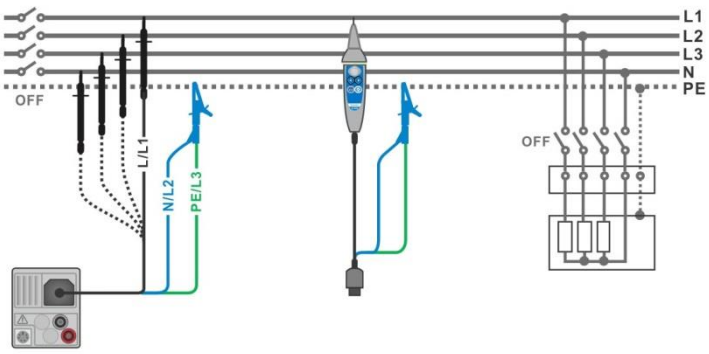
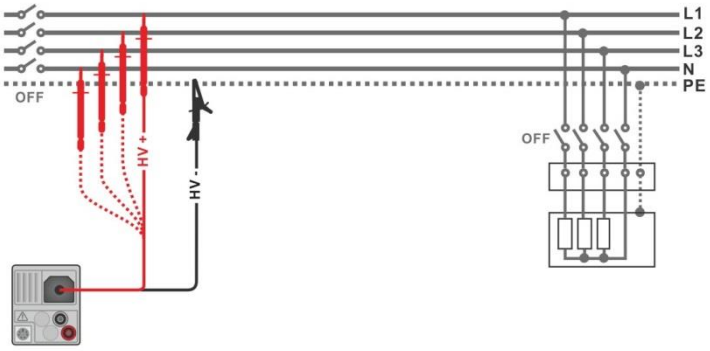

Figure 4.12: Connection of 3-wire test lead and Tip commander ($U_N \leq 1$ kV)
Figure 4.13: Connection of 2.5 kV test lead (U_N = 2.5 kV)
- Connect test leads to object under test (see ***Figure 4.12*** and ***Figure 4.13***).